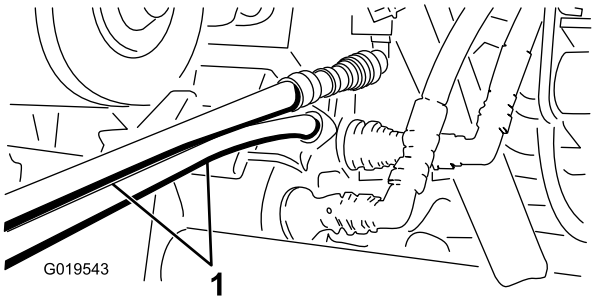

**Figur 77**
4. På det andet køretøj: Forbind de to slanger med koblingen, der stadig sidder i koblingsholderen (forbind topslangen med topkoblingen og bundslangen med bundkoblingen) (Figur 77). Tildæk alle ubrugte fittings.